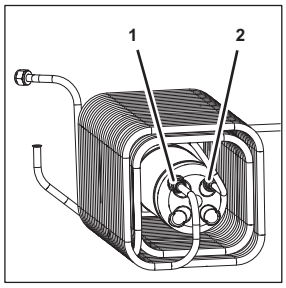

Fig. 51
11. Disconnect the soda cooling line from the coupling (Fig. 51/1).
12. Disconnect the soda water line from the coupling (Fig. 51/2).
17. Attach the soda water line to the coupling (Fig. 51/2).
18. Attach the soda cooling line to the coupling (Fig. 51/1).